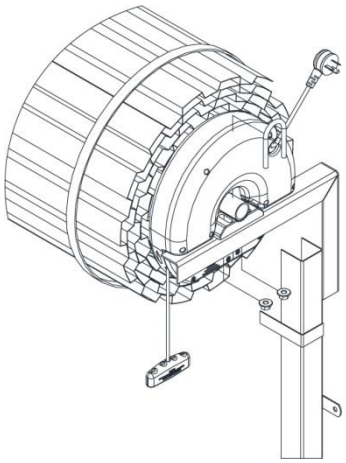

Fig: 5
j) Locate the Drive unit on the bracket and fit ‘U’ bolt provided in the fitting kit. Tighten the ‘U’ bolt with two nuts provided (Fig 5).